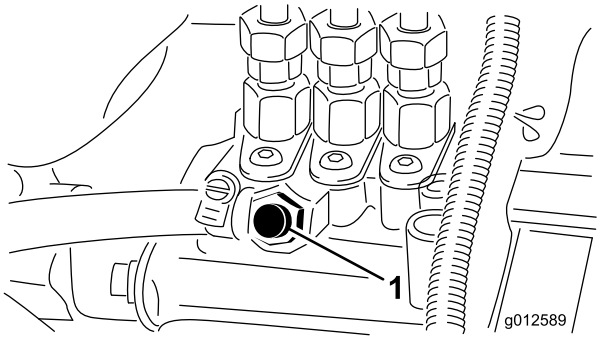

Figuur 34
5. Draai de ontluchtschroef op de brandstofinjectiepomp open (Figuur 34).